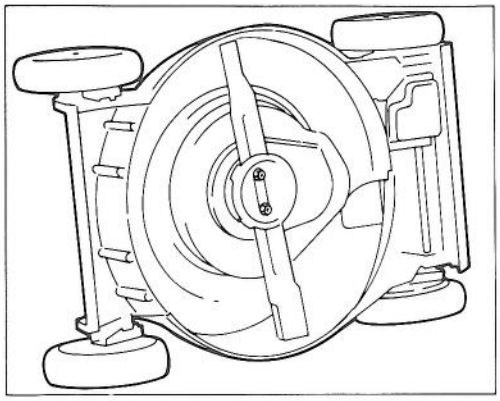

Figure 33
3. Tip mower on its right side (Fig. 33). Avoid rotating blade because starting problems may result.